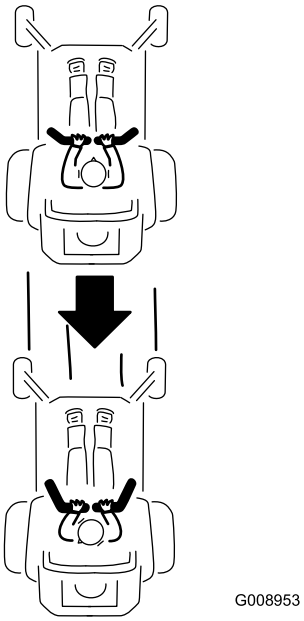

**Figure 25**
2. To go backward, slowly pull the motion-control levers rearward (Figure 25).